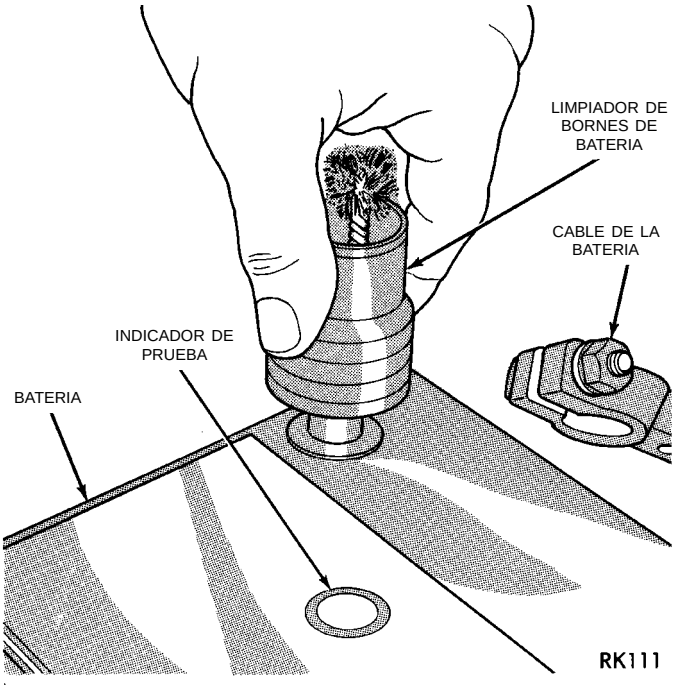

Fig. 16 Limpieza de los bornes de la batería
(3) Enjuague la solución de bicarbonato de la batería con agua limpia y séquela absorbiendo el líquido con toallas de papel. Deseche las toallas de modo seguro. Consulte las ADVERTENCIAS en la parte superior de la batería.
(4) Inspeccione la caja y la cubierta de la batería para detectar cuarteaduras, fugas o daños en el borde de sujeción. Si hay fugas, se debe reemplazar la batería.
(5) Inspeccione la bandeja de la batería para detectar averías producidas por el ácido que contiene. Si hay ácido, limpie el área con la solución de bicarbonato.
(6) Limpie los bornes de la batería con una herramienta de limpieza para bornes (Fig. 16).
(7) Limpie las abrazaderas de los cables de la batería con una herramienta de limpieza de termina-